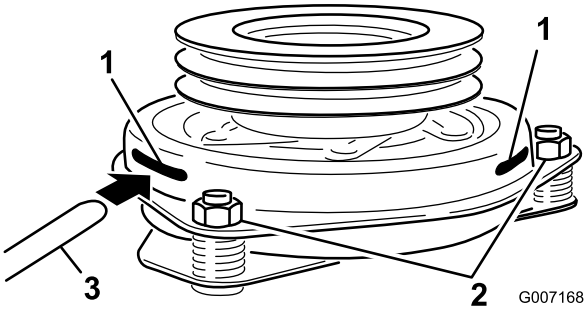

Figur 59
9. Før en søger på 0,381-0,533 mm gennem en inspektionsåbning i enhedens side. Sørg for, at den er placeret mellem armaturet og rotorens friktionsoverflader (Figur 59).
10. Tilspænd låsemøtrikkerne, indtil søgeren binder let, men stadig let kan flyttes inden for gnistgabet (Figur 59).